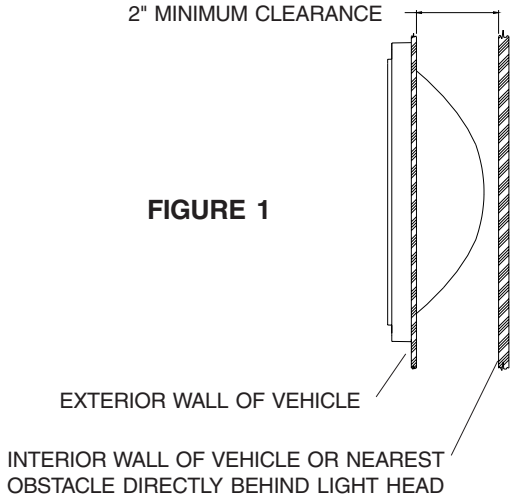

FIGURE 1
2. Verify 2 inches of clearance exists behind the mounting surface, see Figure 1. (Not necessary for 41SPKG.)